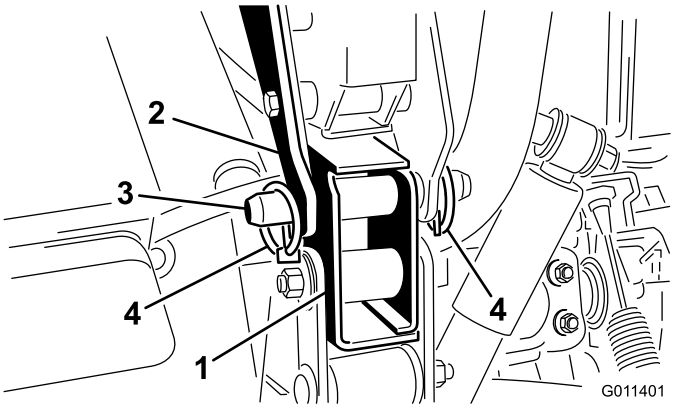

Figur 8
6. Fäst alla bakre monteringsfästen på fordonsramen med en sprintbult och två hjulsprintar (Figur 8).